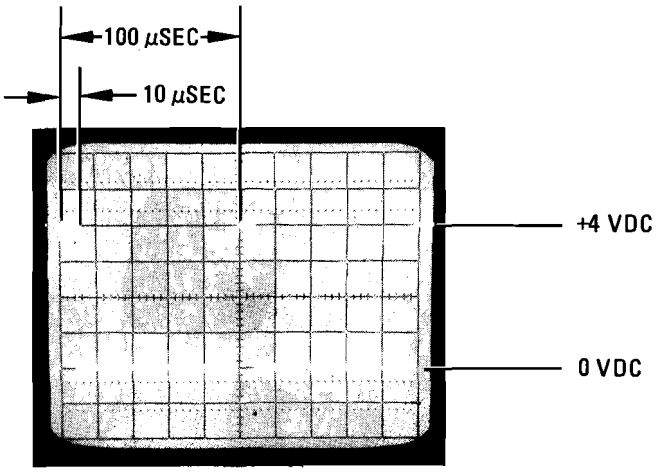

Figure 5-10. Pulse Generator Output for a 10% Duty Cycle
c. Set pulse generator for a 0 to +4 volt pulse with a 10 microsecond pulse width repeating every 100 microseconds (10% duty cycle as shown in Figure 5-10).